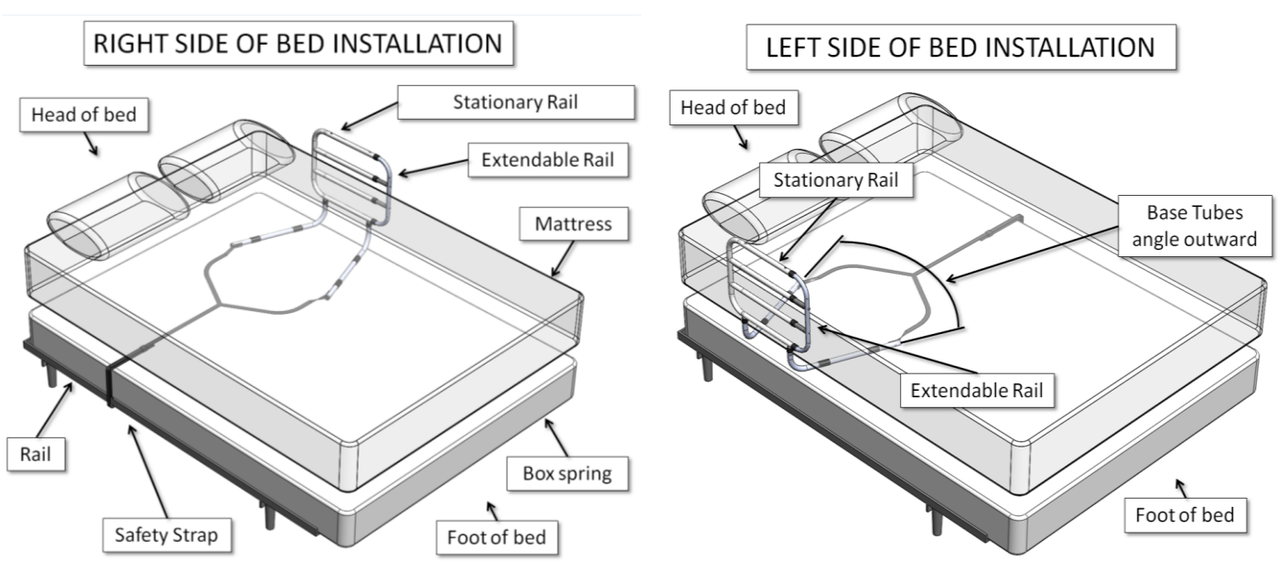
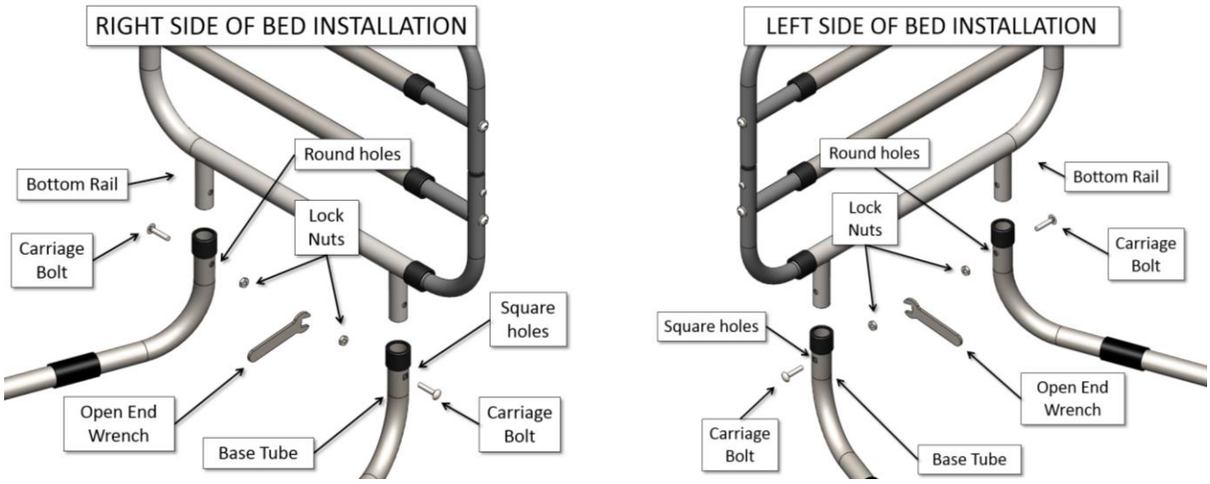

Figure 2
Figure 3
2. **IMPORTANT:** **The Base Tubes can be assembled 2 different ways depending on which side the bed the product will be used.** Determine which side of the bed you will be installing the product as shown in Figure 2 and then attach the Base Tubes as shown in Figure 3.
- When assembled, the Base Tubes are angled outward as seen in Figure 2.
- Bolts are inserted into the square holes and exit through the round holes as shown in Figure 3.
Using the included Open-End Wrench, insert Bottom Rail into the Base Tubes and secure with Carriage Bolts and Lock Nuts as shown in Figure 3.